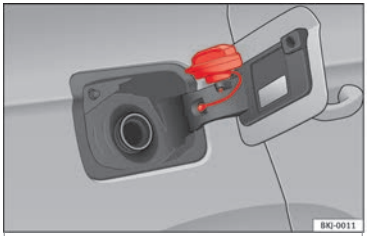

Fig. 52 Fuel tank flap with tank cap attached.
- Place it in the space on the hinge of the open flap ››› Fig. 52.